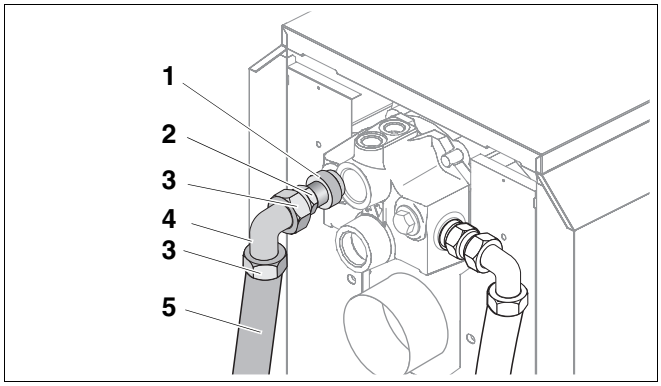
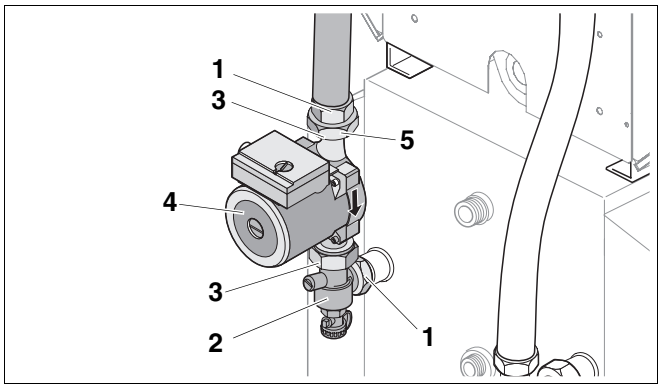

Afb. 8 Leidingverbinding aan de verwarmingsketel monteren
Afb. 9 Leidingverbinding aan de boiler monteren
- Plaats de O-ring (afb. 8, **pos. 1**) in de nok van de dubbele nippel (afb. 8, **pos. 2**) en schroef de dubbele nippel in het boilervertrek van de verwarmingsketel.
- Plaats de dichting (afb. 8, **pos. 3**) in de wartelmoer van de hoek (afb. 8, **pos. 4**) en schroef ze aan de dubbele nippel.
- Plaats de dichting (afb. 8, **pos. 3**) in de wartelmoer van de metalen slang (afb. 8, **pos. 5**) en schroef ze losjes aan de hoek (afb. 8, **pos. 4**).
- Plaats de dichting (afb. 9, **pos. 1**) in de wartelmoer van de hoekvormige terugslagklep (afb. 9, **pos. 2**) en schroef de hoekvormige terugslagklep aan het boilervertrek.
- Plaats de dichting (afb. 9, **pos. 3**) voor de pomp in de andere wartelmoer van de hoekvormige terugslagklep en schroef de pomp (afb. 9, **pos. 4**) met de stromingsrichting naar onder aan de hoekvormige terugslagklep.
- Plaats de tweede dichting (afb. 9, **pos. 3**) voor de pomp in het reduceerstuk (afb. 9, **pos. 5**) en schroef het reduceerstuk aan de aanzuigaansluiting van de pomp (afb. 9, **pos. 4**).
- Houd de korte metalen slang (afb. 8, **pos. 5**) tussen de beide aansluitingen en vorm ze voor.
- Plaats de dichting (afb. 9, **pos. 1**) in de wartelmoeren van de metalen slang en schroef de metalen slang tussen het reduceerstuk (afb. 9, **pos. 5**) en de hoek (afb. 8, **pos. 4**).
- Draai de wartelmoer van de hoek (afb. 8, **pos. 4**) en het reduceerstuk (afb. 9, **pos. 5**) vast.